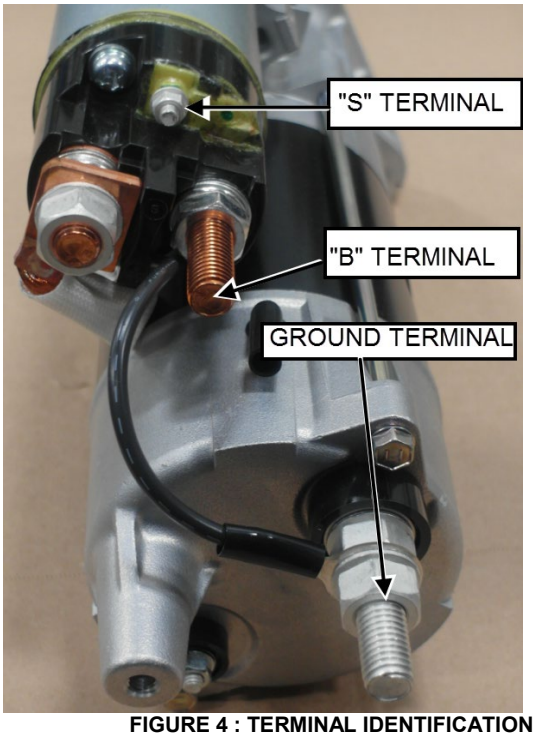
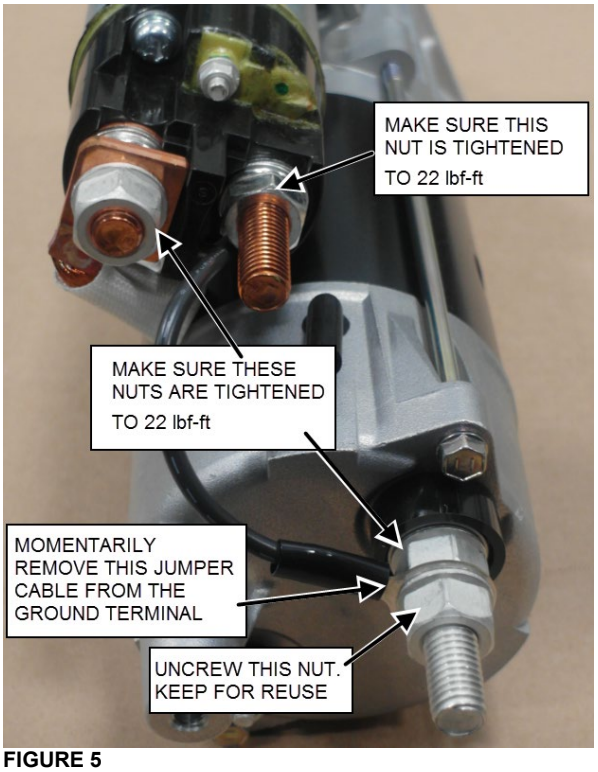

FIGURE 4 : TERMINAL IDENTIFICATION
FIGURE 5
1. If the starter is replaced with a brand new starter, prepare the new starter as follows (refer to FIGURE 5).
a) Remove the second nut on the ground terminal (FIGURE 5). Keep for later use.
b) Remove the jumper cable connected to the ground terminal (FIGURE 5).
c) Make sure that the three nuts identified on FIGURE 5 are tightened to a torque of **22 lbf-ft**.
7. Connect circuit **101** to **B** terminal (FIGURE 4 & FIGURE 5). Position circuit **101** cable to be in line with the nylon tie mount on the starter.
9. If not already done, remove the nut and washer provided with the brand new starter on **S** terminal (FIGURE 4).